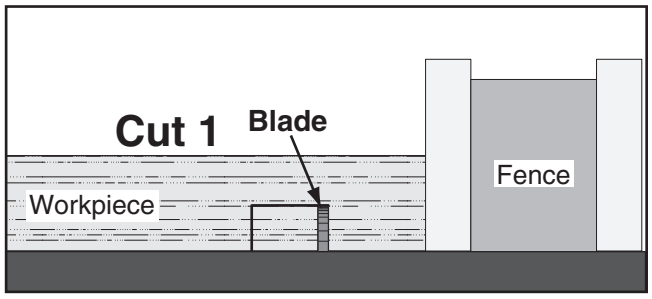

Figure 66. First cut for a single-blade dado.
6. Align blade to cut one side of dado, as shown in **Figure 66**.